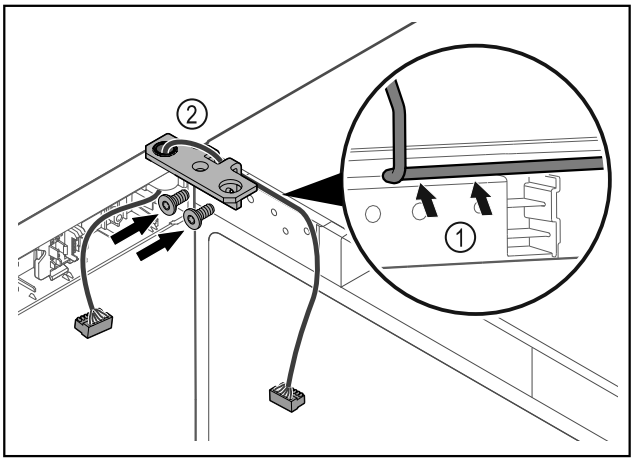

Fig. 39
▶ Dirijați cablul prin degajarea colțarului balamalei și dispuneți-l cu precauție *Fig. 39 (1)*.
▶ Înșurubați *Fig. 39 (2)* colțarul balamalei.